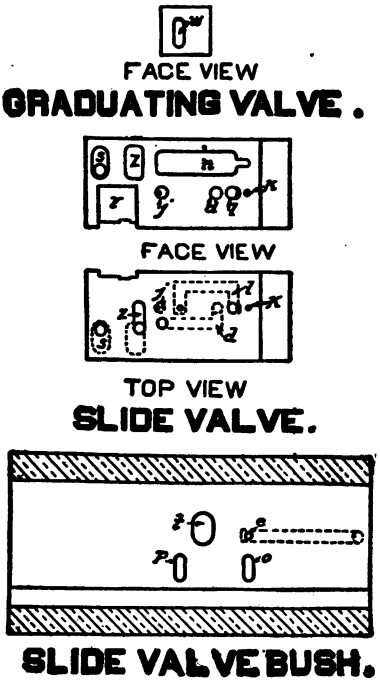

FIG. 13.—K TRIPLE VALVE.
Q. What is represented in Fig. 13?
The triple-piston stem abuts against the retarded-release spring and partially compresses it. The slide valve has moved far enough over to bring the restricted port *n* (Fig. 13), the exhaust cavity, over exhaust port *p*, thus reducing very materially the size of this port, causing a slow release of the brake. In a long train this retarded release can, if desired, be obtained about 30 cars back in the train.